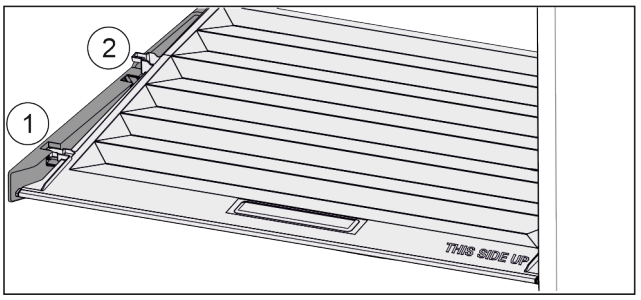

*Fig. 34*
▶ Pull the lid up at the front in the retaining parts to the opening *Fig. 34 (1)*.
▶ Lift from the back and pull it up and out *Fig. 34 (2)*.